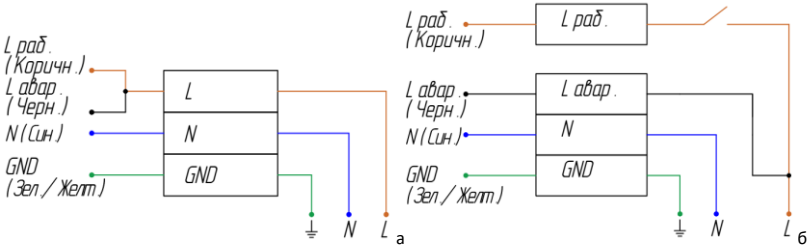

Рисунок 4. Схема подключения аварийного светильника:
5.7. Если предполагается включать и выключать светильник в рабочем режиме, присоедините фазный рабочий провод (Lраб.) к клемме Lраб. через выключатель (см. рисунок 4, б). В данном случае возможно включение/отключение рабочего освещения через выключатель. В случае возникновения аварийного отключения электроэнергии светильник автоматически перейдет в аварийный режим при любом положении выключателя.